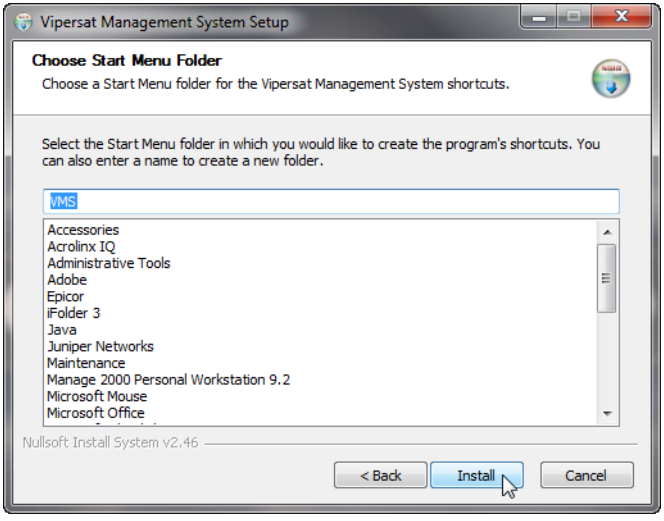

Figure 2-21 Choose Start Menu Folder dialog
14. From the **Choose Start Menu Folder** dialog shown in figure 2-21, accept the default folder name, VMS 3.x, and click the **Install** button to start the installation process.